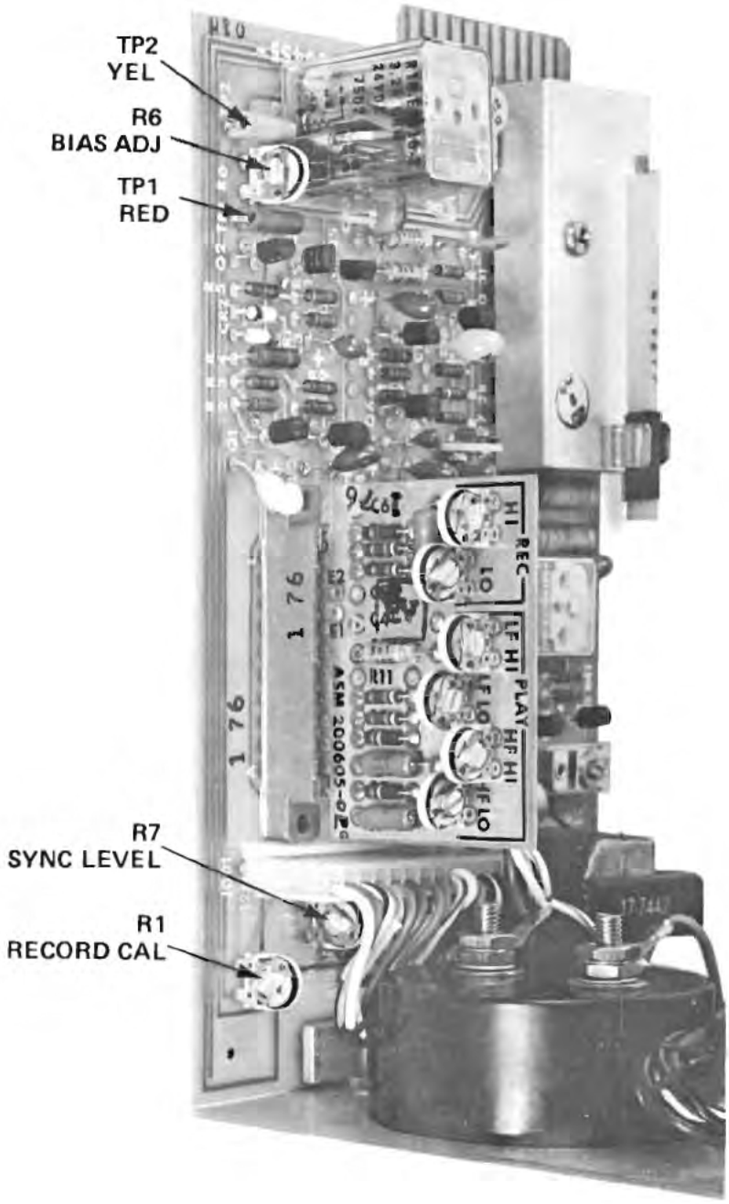

Figure 7-14. Record/Playback Amplifier PWA Adjustment and Test Points
F. At corrected (250 nWb/m) reference tone from the standard test tape, adjust sync level potentiometer R7 (Figure 7-14) on the record/playback amplifier PWA for 0 vu, (+4 dBm on external meter).
B. Rotate R6 bias adjust on the record/playback amplifier PWA (Figure 7-14) until a peak reading is indicated on the vu meter.